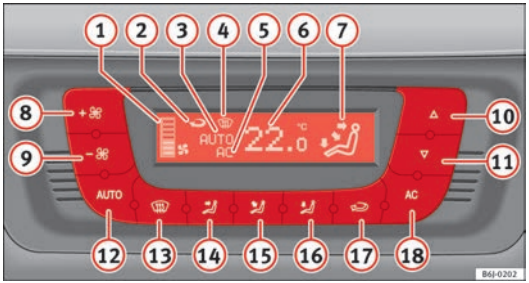

Fig. 95 Climatronic controls on the dash panel
– Press keys (10) and (11) ⇒ fig. 95 to adjust temperature.
(1) Blower level indicator.
(2) Air recirculation display:
(3) Display **AUTO** (Automatic operation)
(4) Demisting indicator
(5) AC indicator (Cooling connected)
(6) Interior temperature indicator selected
(7) Air flow direction indicator
(8) Fan speed increase
(9) Fan speed decrease
– Press the button AUTO. The indication ⇒ fig. 95 (7) is visible.
– Press keys (10) and (11) ⇒ fig. 95 to adjust the desired temperature inside the vehicle. We recommend you adjust the temperature to 22°C (72°F).
– Press one of the buttons ⇒ fig. 95 (14) to (16) or press the blower control (8) and (9) down. The indicator is switched off (3).
The blower can be adjusted with buttons (8) and (9) ⇒ fig. 95. If the blower is off (level (1) is not shown on the screen) and button (9) is kept pressed down, the Climatronic switches off. Then **OFF** is displayed on the screen.
– Press the button to switch air recirculation mode on or off. This is ON if the symbol ⇒ fig. 95 is displayed on the screen.